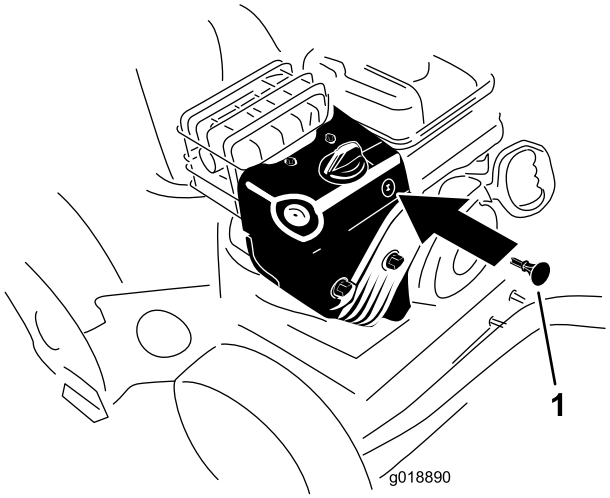

Figur 21
3. Sätt i tändningsnyckeln (Figur 21).